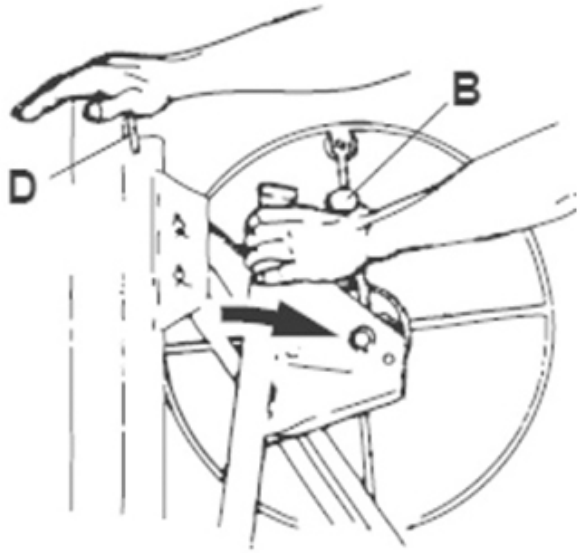

FIG. 3
- Tirare il timone verso il basso in posizione di lavoro (fig. 3)
- Ruotare leggermente il timone in senso orario per verificare il corretto funzionamento della carrucola e delle aste telescopiche (fig. 3). Se si avverte attrito eccessivo nel sollevamento delle aste telescopiche utilizzare del lubrificante ad olio per favorire il movimento dei meccanismi.
- Fare pressione con la mano sulle aste telescopiche per garantire che le stesse siano completamente rientrate prima di proseguire con l'assemblaggio (D, fig.3).